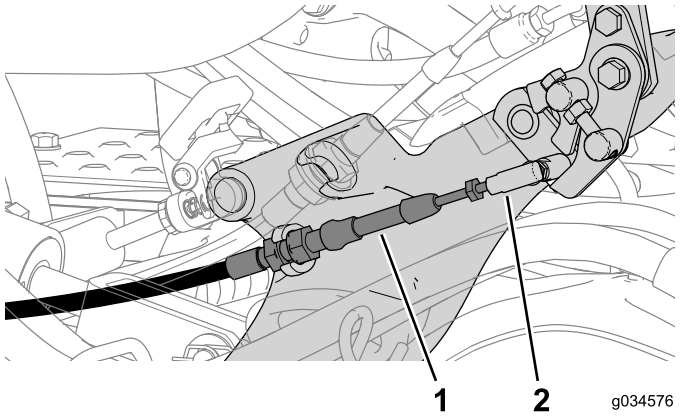

**Figura 24**
2. Ligue o cabo de bloqueio do ponto-morto ao deslocador do pedal (Figura 24).